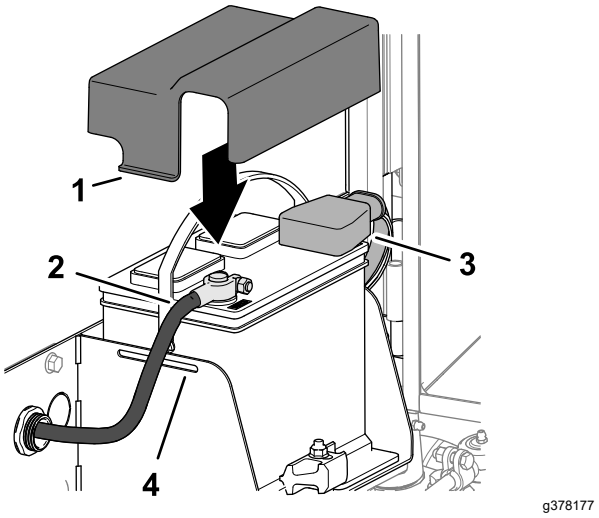

Figura 128
1. Montai cablul pozitiv al bateriei (rou) la borna pozitivă (+) a bateriei (Figura 128).